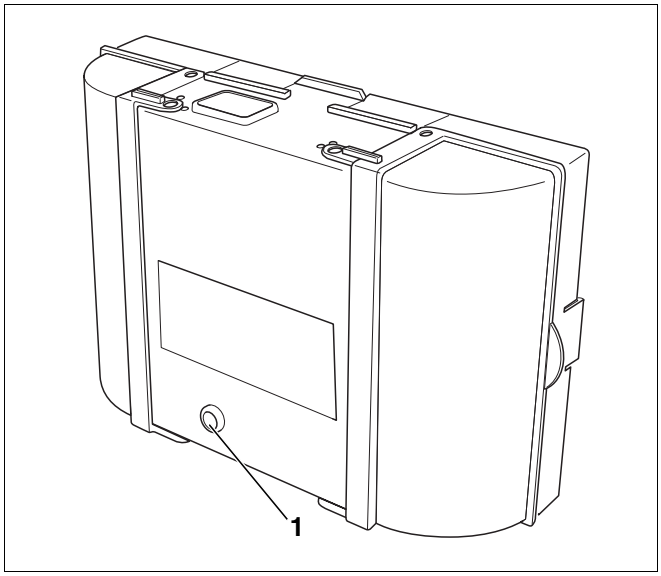

Rys. 18 Automat palnikowy SAFe 10 – przycisk odkłócający z diodą LED
- Przycisnąć (odblokować) przycisk odkłócający (rys. 18, **poz. 1**) dłużej niż jedną sekundę. Po ok. pięciu sekundach palnik przechodzi w tryb rozruchu wzgl. tryb pracy.